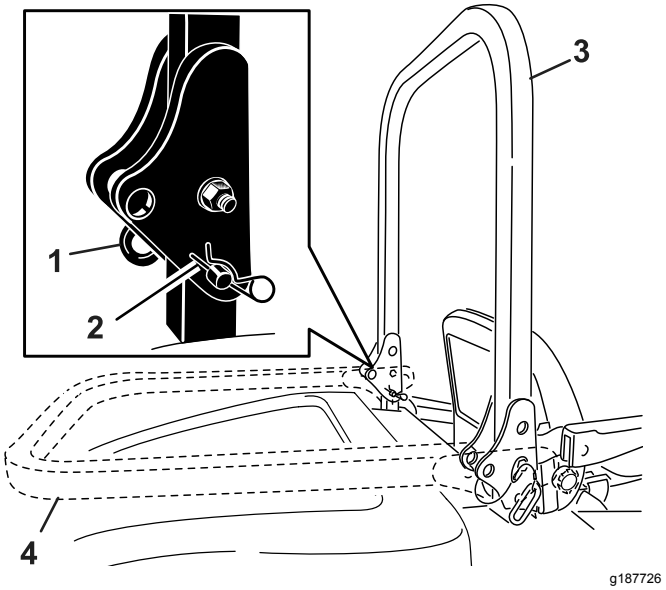

Figur 12
2. Ta bort hårnålssprintarna och de två tapparna när störtbågen är i det övre läget (Figur 12).